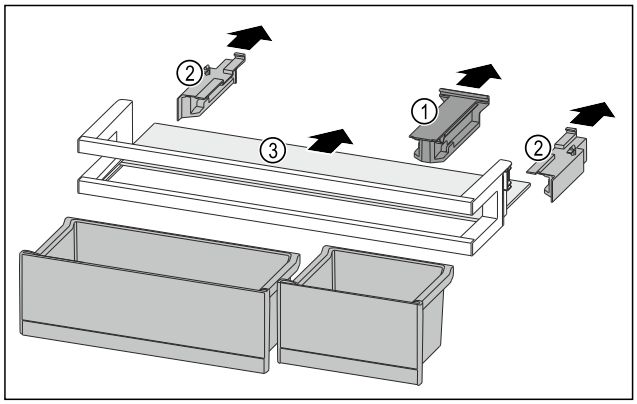

Fig. 192
▶ Desprindeți piesa de susținere *Fig. 192 (1)*.
▶ Desprindeți piesele laterale *Fig. 192 (2)*.
▶ Extrageți raftul *Fig. 192 (3)*.